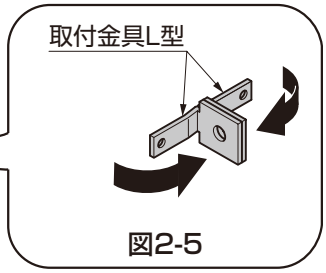

図2-5
- 取付金具L型を挿入後、矢印の方向に倒してください。（図2-5参照）